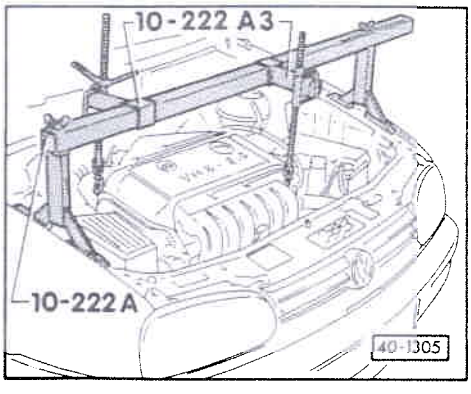

Fig. 4 Ensemble moteur-boîte : réceptionner à l'aide des dispositifs 10-222 A et 10-222 A/3
- ♦ Déposer et reposer, les organes étant posés : réceptionner es organes => fig. 4